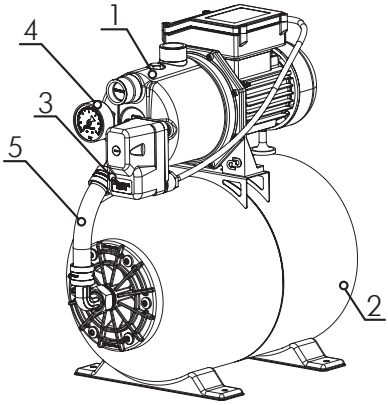

Рисунок 6
4.5. Основные составляющие насоса-автомата «ДЖАМБО» (Н) (рисунок 6)